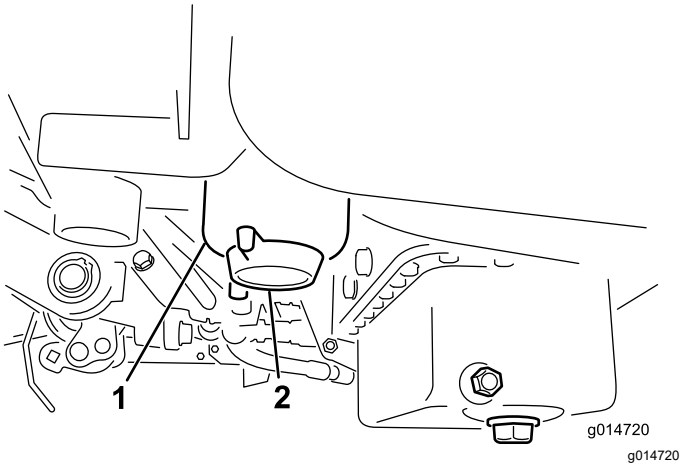

Figure 31
3. Dévissez le bouchon de vidange situé sur le filtre à carburant d'environ un tour et vidangez l'eau éventuellement accumulée (Figure 31).